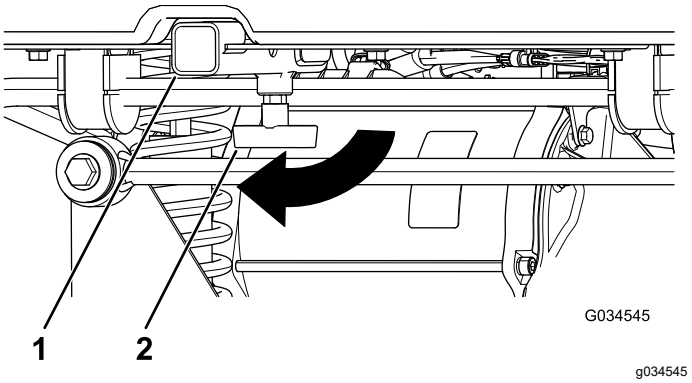

Figur 17
1. Løsne T-håndtaket ved å rotere det med klokken (Figur 17).
2. Sett tilbehøret inn i mottakeren til hullene er innrettet (Figur 17).